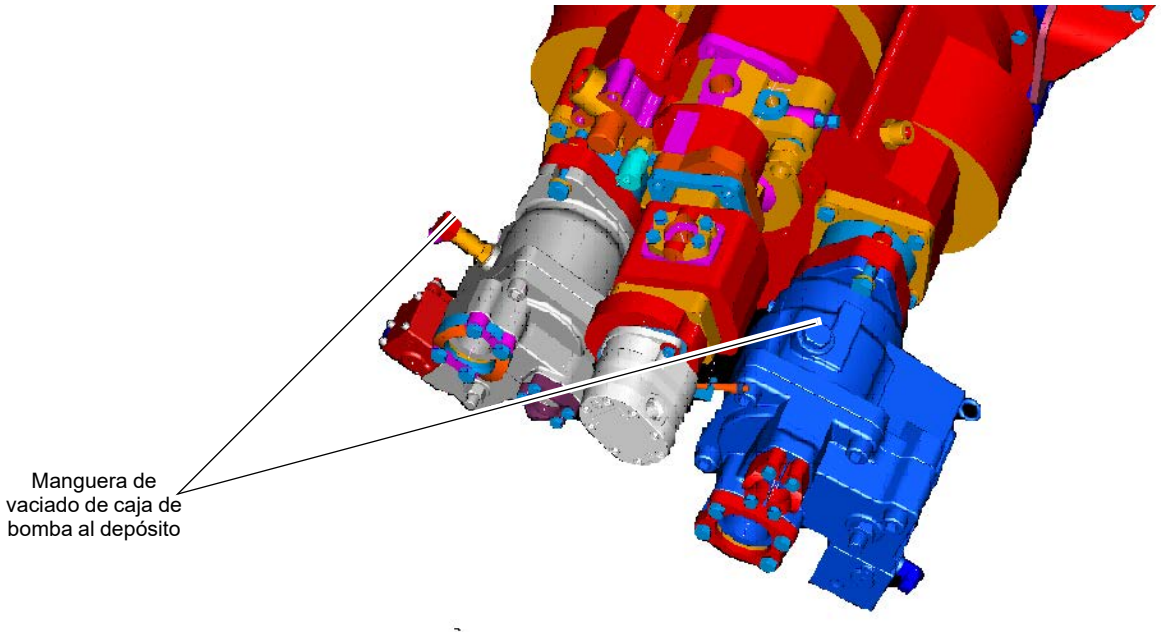

FIGURA 2-7
3. Retire la manguera de vaciado de la caja y el adaptador de la lumbrera “DR” (Figura 2-7) de ambas bombas y llene la caja con fluido hidráulico del mismo tipo usado para llenar el depósito hidráulico hasta el fondo del anillo “O” de la lumbrera de vaciado de la caja. Vuelva a instalar la manguera y el adaptador de vaciado de caja en el depósito hidráulico.